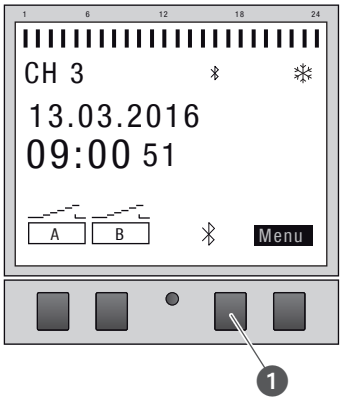

Bild 22: Starta Bluetooth-anslutning på kanalutökningen
6. Tryck på Bluetooth-knappen (Bild 22/❶) på kanalutökningen.